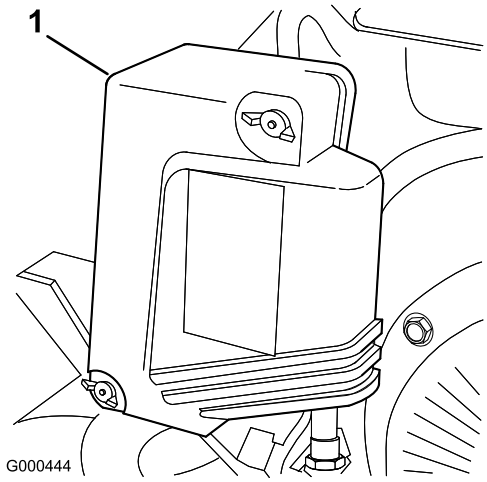

Figure 27
2. Retirez les écrous à oreille qui fixent le couvercle au filtre à air et déposez le couvercle. Nettoyez soigneusement le couvercle (Figure 27).